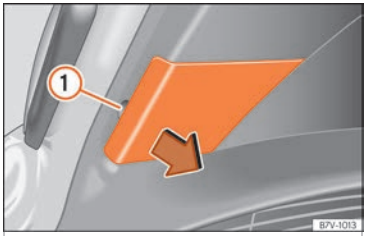

Fig. 113 On the rear lid: remove the cover.
2. Extract the cover carefully using the flat part of the screwdriver from the vehicle tool kit as a lever (››› Fig. 102) on the indent ››› Fig. 113 ①.